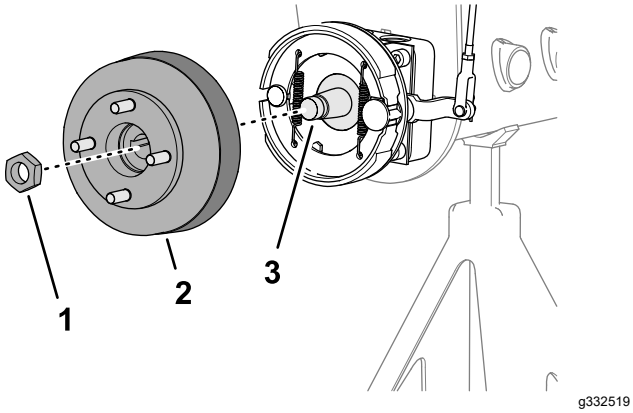
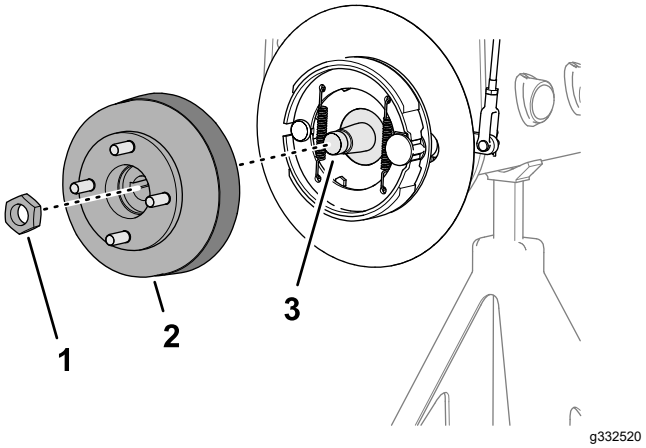

Figuur 84
Figuur 85
3. Monteer de wielnaaf en de remtrommel op de wielmotoras (Figuur 84 of Figuur 85).
4. Bevestig de wielnaaf aan de as met de borgmoer (Figuur 84 of Figuur 85) en draai met de hand aan.